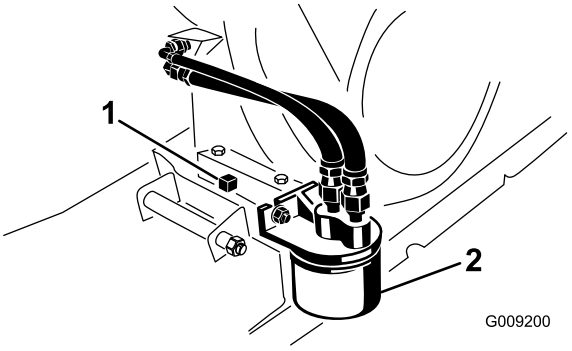

**Figur 29**
5. Ta bort avtappningspluggen (Figur 29) och låt oljan rinna ned i ett avtappningskärl. Sätt tillbaka avtappningspluggen när oljan har slutat rinna.
2. Avlägsna det befintliga oljefiltret (Figur 29).